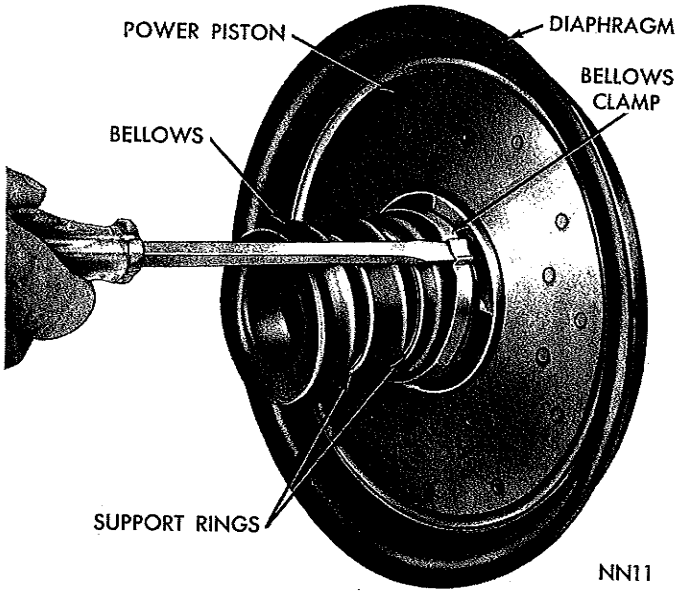

*Fig. 7—Removing the Bellows Clamp*
(9) Remove bellows clamp and support rings from bellows (Fig. 7).